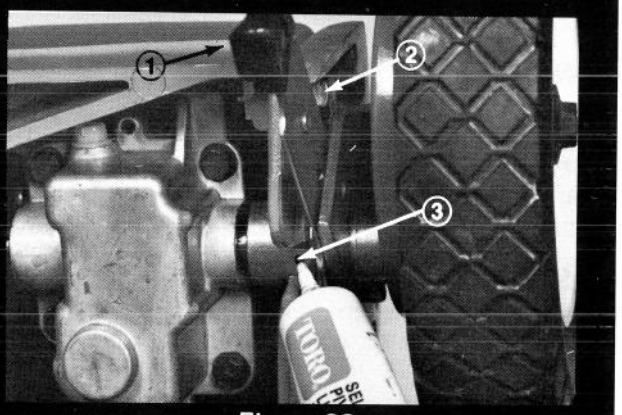

Figure 28
B. Raise front of mower until wheel is off floor. Squeeze height-of-cut adjuster toward wheel until locating pin clears housing. Pivot adjuster and wheel forward until adjuster is below front edge of housing and resting against lower casting projection (Fig. 28).
C. Tip front of mower further up and locate hole in pivot housing (Fig. 28). Insert tapered end of tube into hole and apply grease. Keep applying grease until an excess amount can be seen coming out between pivot and drive shaft.